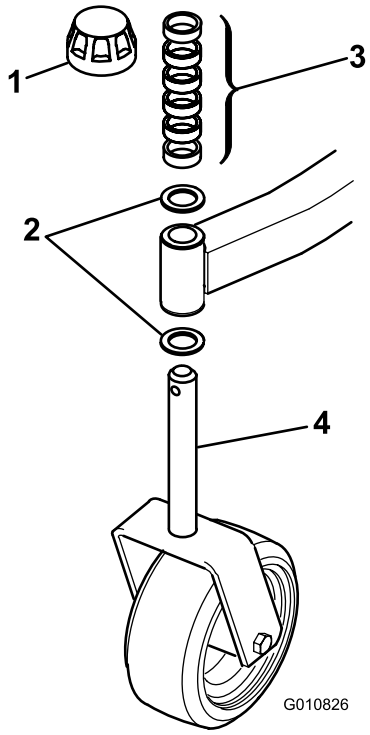
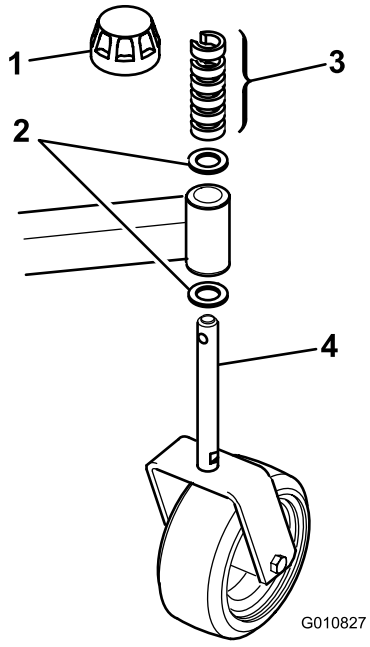

Figur 2
Figur 3
1. Ta bort spännlocken från spindelaxlarna och skjut av distanserna och tryckbrickorna (Figur 2 och Figur 3).